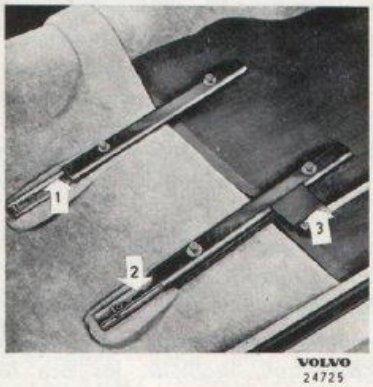

Bild 12-20. Stolskenor
11. Framsätenas glidskenor och spärranordningar, se bild 12-20.